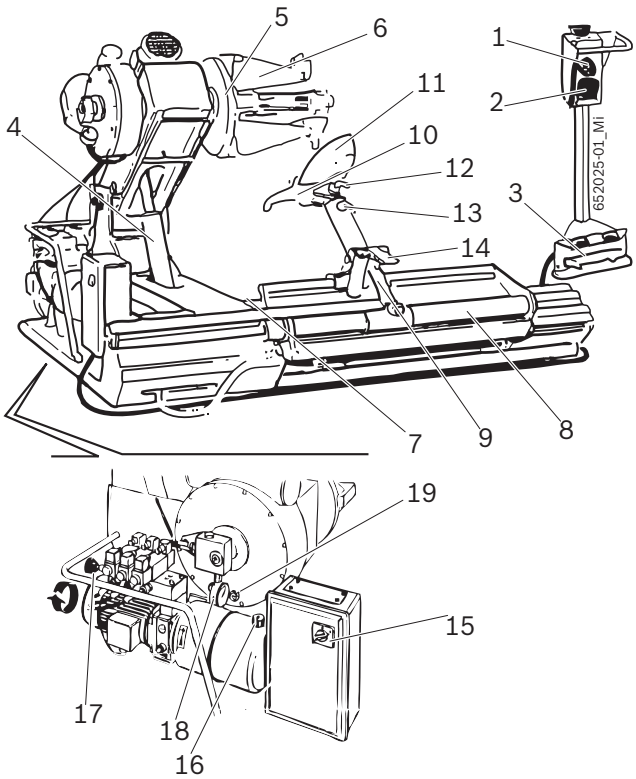

Fig. 1: JUMBO TCS 52 ANW MAXI
The locking flange is driven by the high pressure hydraulic circuit, adjustable from 20 to 130 bar by turning the dedicated knob (Fig. 1, pos. 17) and reading the value on the manometer (Fig. 1, pos. 18). The normal working pressure is 130 bar. For weak or particularly thin rims it is necessary to decrease this pressure.
For wheels having a diameter of less than 800 mm or more than 1500 mm, it is suggested to take off the mounting tool pin (Fig. 1, pos. 12) and put it in the second hole.